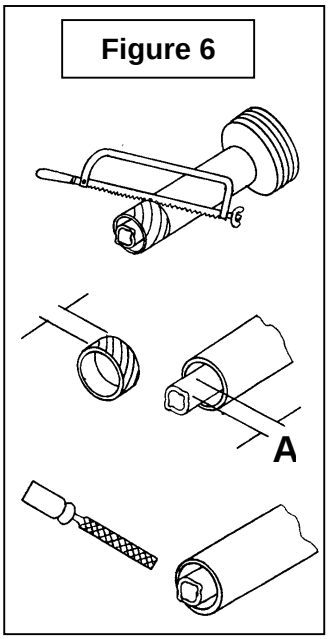

Figure 6
5. Couper le garde une seconde fois pour laisser la même distance entre la fin du garde et la fin de l'arbre qui existait auparavant. Pour obtenir la distance "A" approprié illustré à la Figure 6 couper le garde selon le tableau ci-dessous: